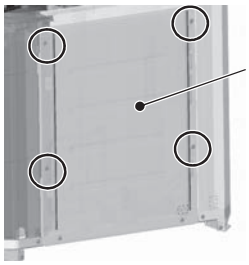

Figure 1
(1) Remove the front heat exchanger. Refer to 8-13-13 Maintenance Procedures for the Heat Exchanger <Type A/Type A1> for details.
(2) Remove the top, front, and right compressor covers. Refer to 8-13-8 Compressor Replacement Procedure <Type A> for details.
(3) Remove the duct from the control box. Refer to 8-13-10 Removal Instructions for the Control Box <Type A/Type A1> for details.
(4) Remove the right and inside (right) compressor panels by unscrewing the four screws. (Applicable only to the S-module. See Figures 1 and 2.)